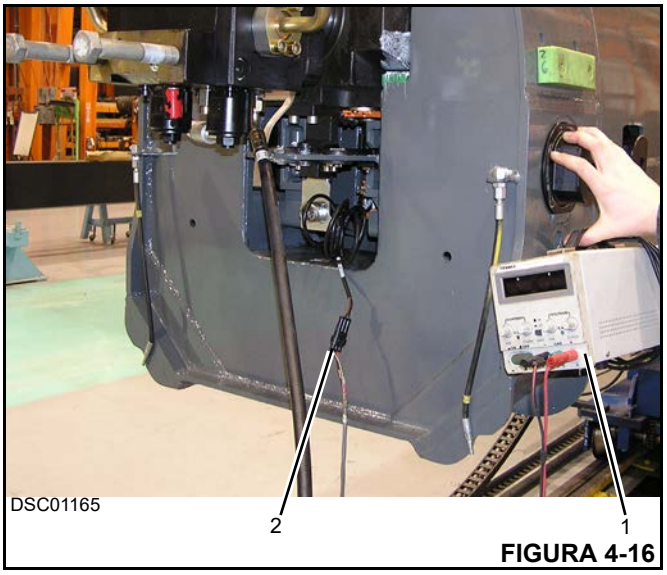

FIGURA 4-16
4. Conecte uma fonte de 24 VCC (1) ao plugue de modo de emergência/serviço (2) do cabeçote de fixação do cilindro (Figura 4-16).